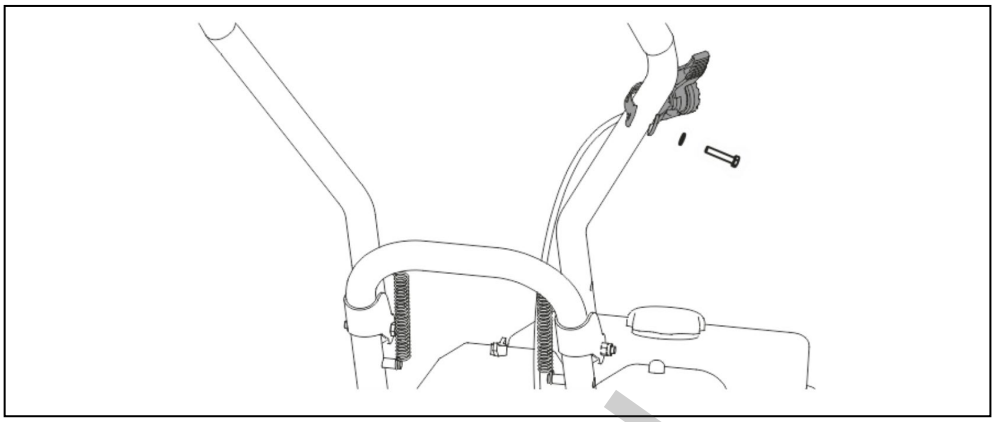

Рис. 4. Установка рычага газа.
3. Далее необходимо установить рычаг газа на верхнюю часть рабочей рукоятки. Выкрутите из кронштейна рычага газа винт крепления и вставьте его в шайбу. Закрепите рычаг газа на верхней части рабочей рукоятки (Рис. 4).